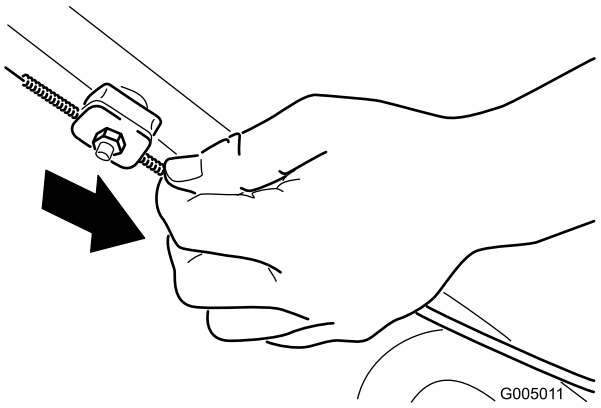

Figure 29
2. Tirez la gaine du câble vers le bas (vers la tondeuse) jusqu'à ce qu'il n'y ait plus de mou dans le câble (Figure 29).